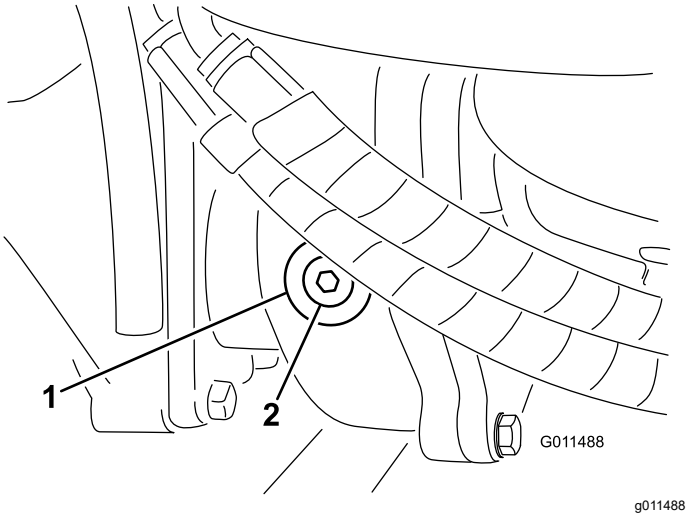

Figur 108
2. Fjern kontroll-/påfyllingspluggen på den ene enden av girkassen (Figur 108), og kontroller at oljen når opp til bunnen av hullet. Hvis nivået er lavt, fyll på nok smøremiddel til at nivået når opp til bunnen av hullet.